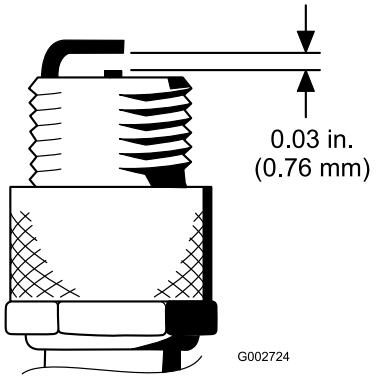

**Figur 45**
4. Still inn luftgapet mellom midten og siden på elektrodene til 0,76 mm (Figur 45).